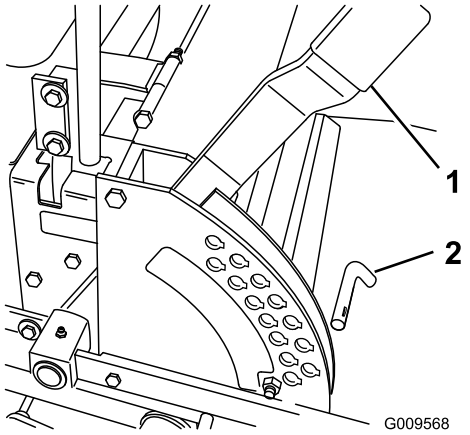

**Figuur 19**
1. Zet de maaihoogtehendel omhoog in de transportstand (eveneens de maaihoogtestand van 127 mm) (Figuur 19).
2. Om de maaihoogte in te stellen, verwijdert u de pen uit de maaihoogtebeugel (Figuur 19).
3. Kies de opening in de maaihoogtebeugel die overeenkomt met de gewenste maaihoogtestand, en steek daarin de pen (Figuur 19).